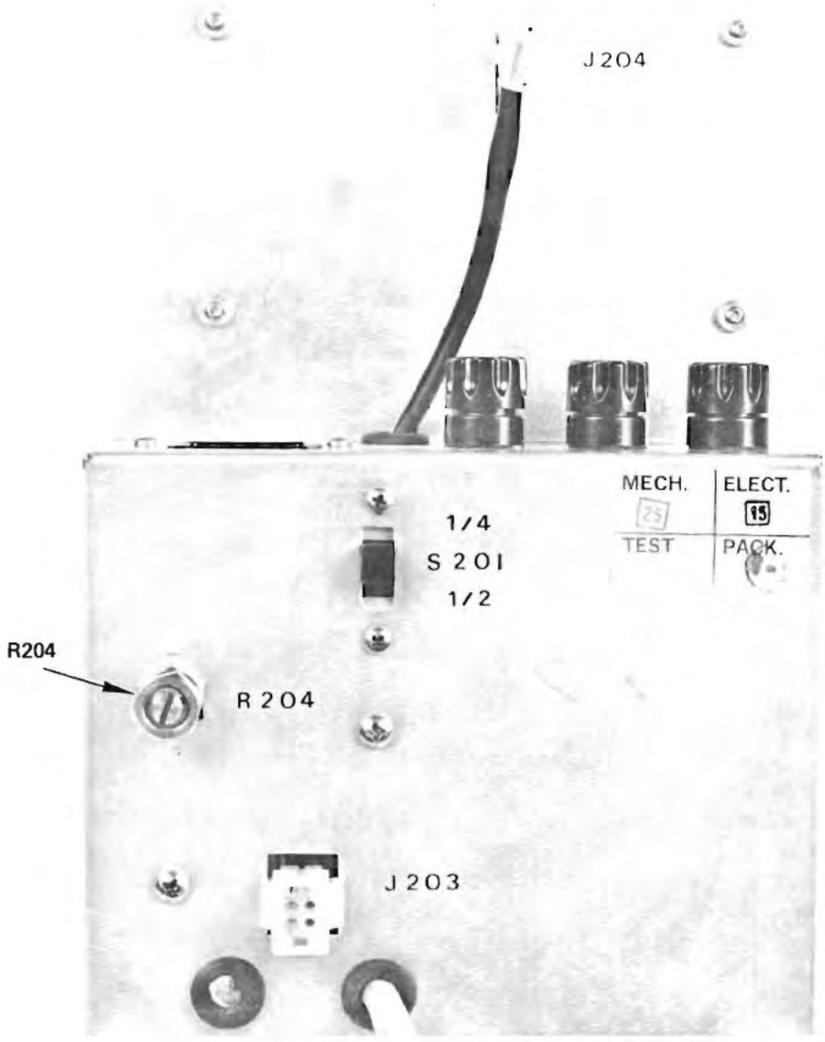

Figure 7-7. Power Supply
C. Loosen the locknut on resistor R204 on the power supply, Figure 7-7. Turn R204 for a minimum resistance (fully ccw). Hold a piece of black paper in the slot of the opto coupler. Put the machine in Play mode and observe the VOM. It should indicate 85 ±5 volts rms.